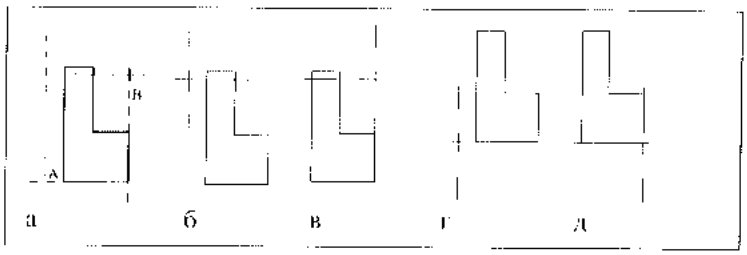

Рис. 11.10. *Включение начала координат на опорных плоскостях A и B.*
- **Defines Origin** (Задает начало) — включение опорной плоскости для формирования начала координат, являющегося точкой вставки компонента семейства. Сама точка вставки определяется как пересечение двух ортогональных опорных плоскостей. На рис. 11.10 в первом варианте (б) опорные